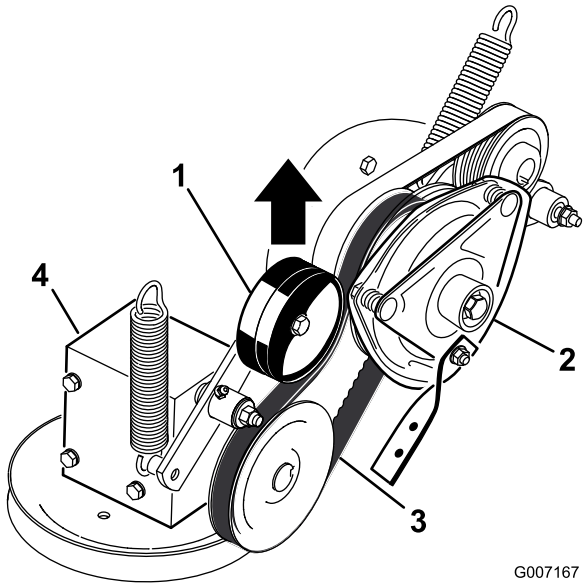

Figura 52
5. Tire hacia arriba de la polea tensora tensada con muelle de la correa de la toma de fuerza, y retire la correa de la polea del embrague (Figura 52).
17. Tire hacia arriba del brazo tensor tensado con muelle de la correa de la toma de fuerza, e instale esta en la polea del embrague (Figura 52).